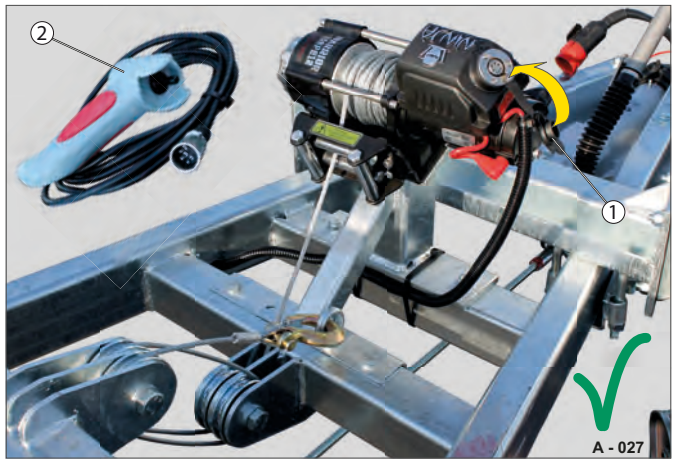

Fig. 18 Elektrisk spil i kørselsstilling
- ▶ Frigør stikket til hånd-fjernbetjeningen (Fig. 18 /2).
- ▶ Sæt lukkekappen (Fig. 18 /1) på stikbøsningen.